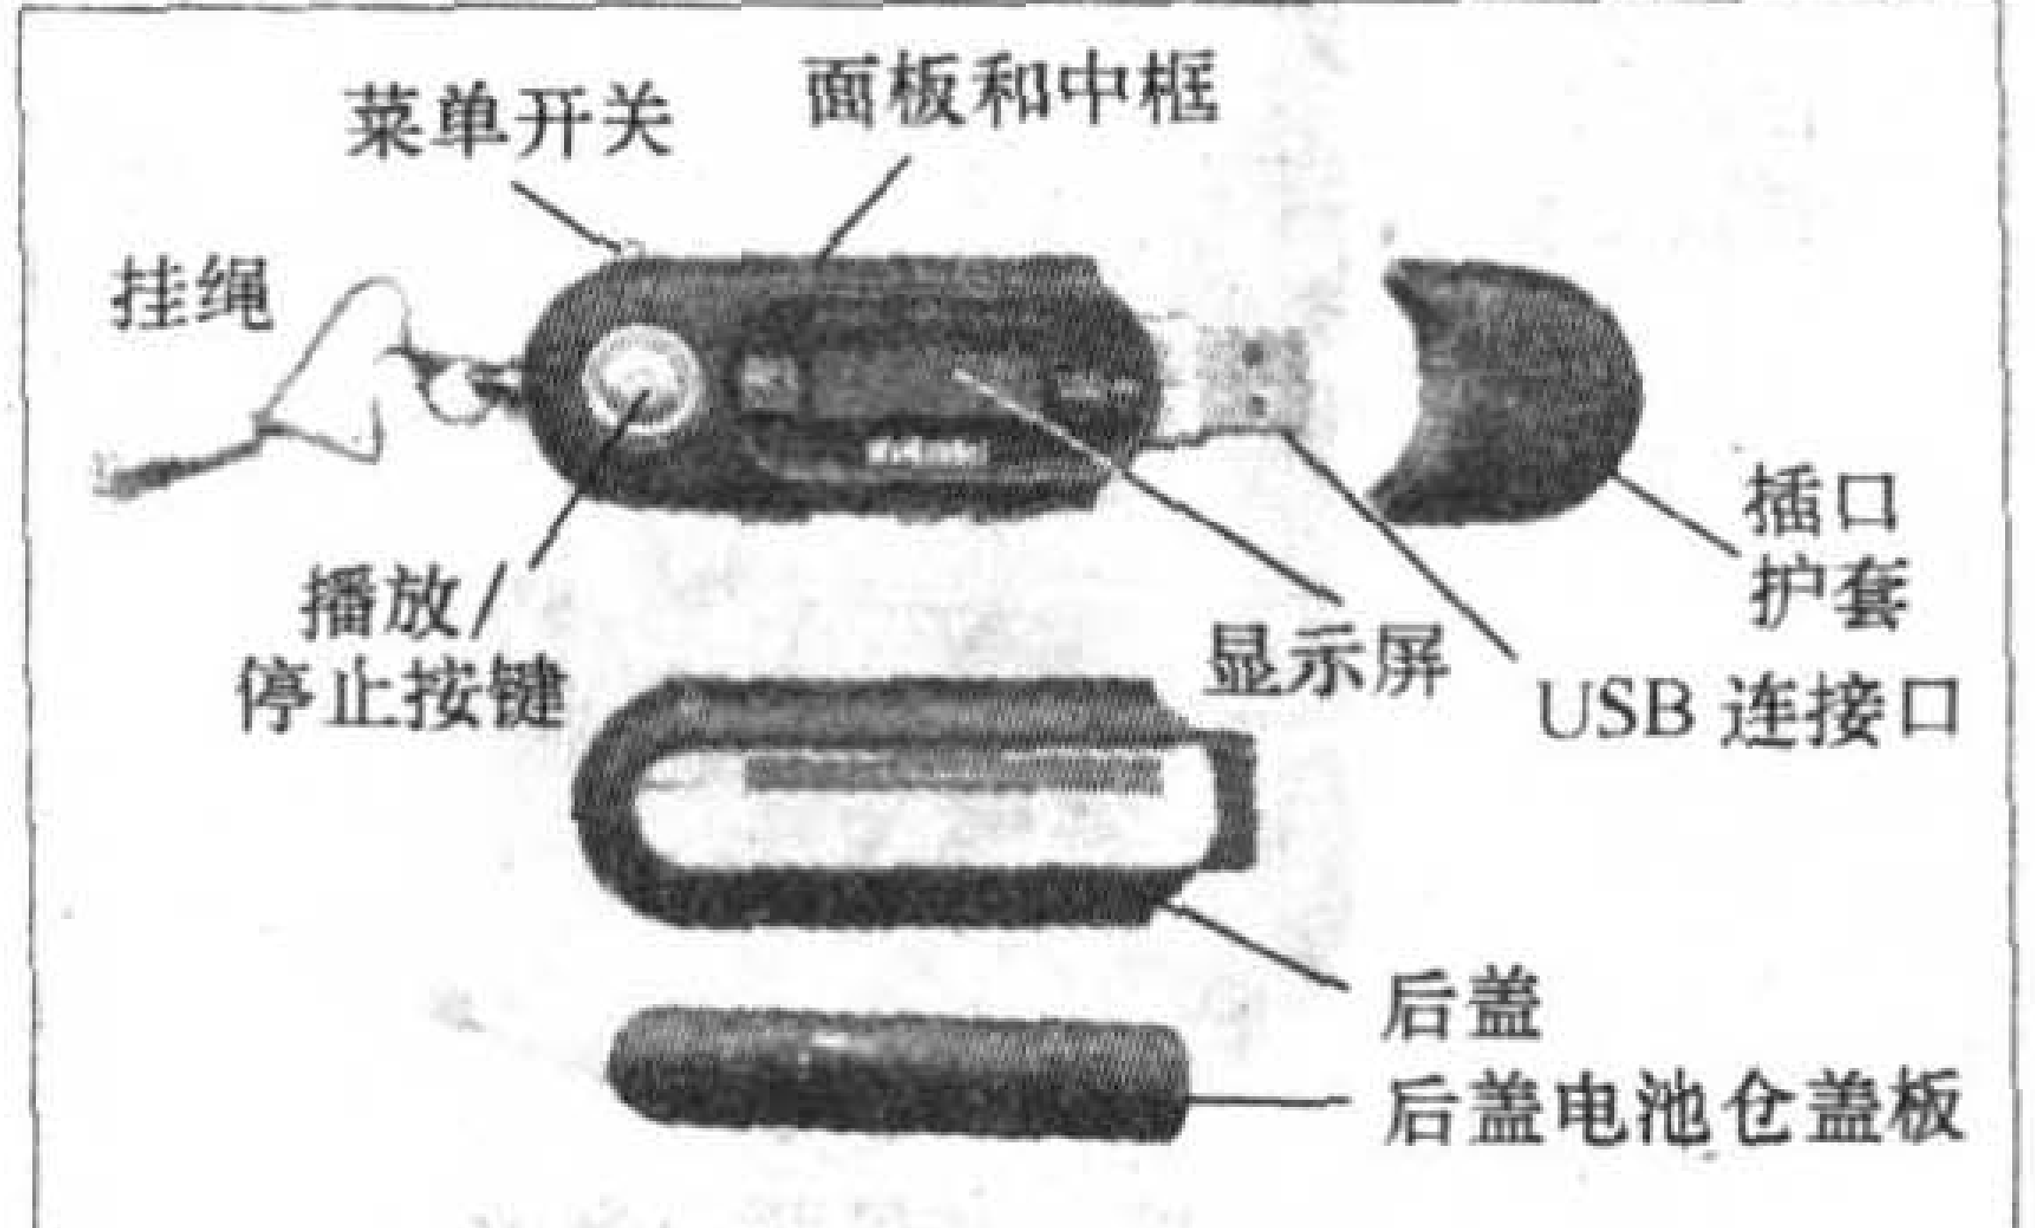

图 5
4. 许多MP3播放器的外壳不用螺丝固定，而是直接用卡扣结合的。下面以图5所示的WELSONBEL播放器为例，简介其拆卸步骤。拆卸时，先退出USB插口保护罩和后盖上的电池仓盖板，取出电池（一节5号电池），然